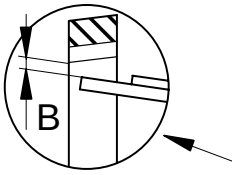
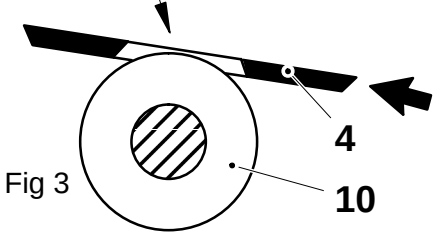

Fig. 2
Fig 3
Set the tab strip chute so that the roller (10) is in line with the slide plate according to fig 3 and so that the unit guide is positioned B mm below the **corners** of the window knife, see fig 2. This must be done with great care.